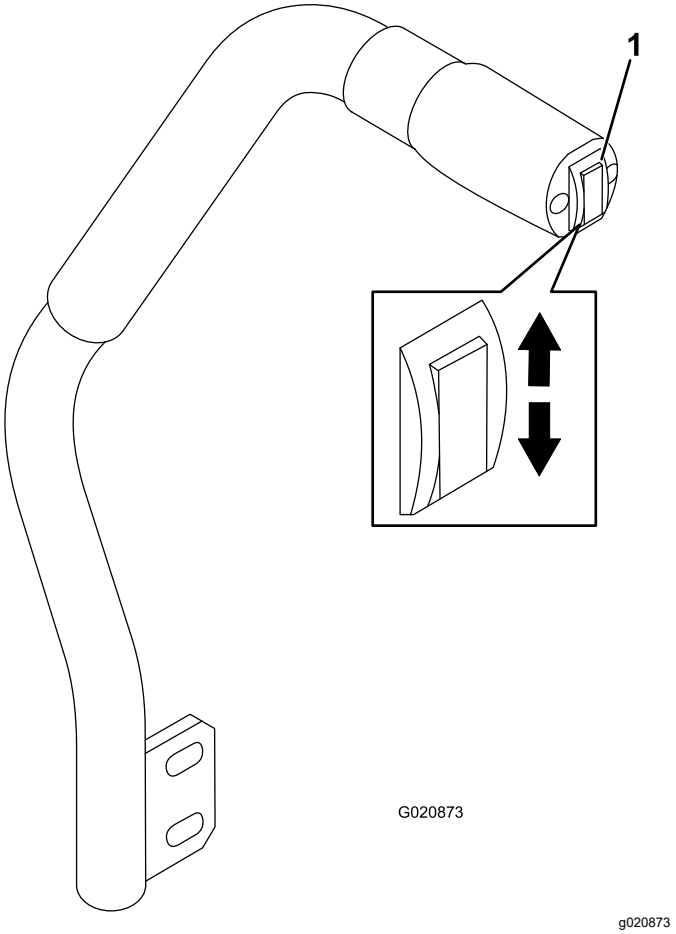

Figuur 26
Met de hefschakelaar kunt u de maai-eenheid opheffen en neerlaten (Figuur 26). De motor moet lopen om deze hendel te kunnen bedienen.
- Om de maai-eenheid neer te laten, duwt u de hefschakelaar naar beneden (Figuur 26).
- Om het maaidek omhoog te brengen, duwt u de hefschakelaar naar boven (Figuur 26).